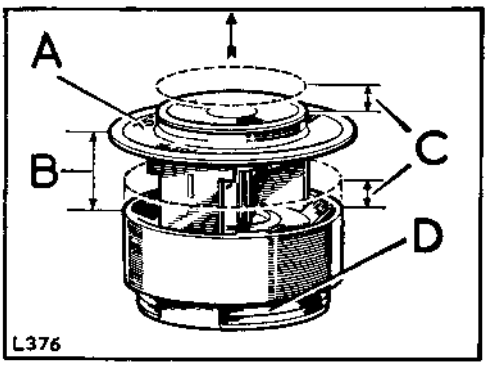

**Fig. K1-5. Thermostat operation, ethyl-alcohol type**
2. Check the dimension 'B', in Figs. K1-5 or K1-6 as applicable, with the thermostat at ambient temperature.